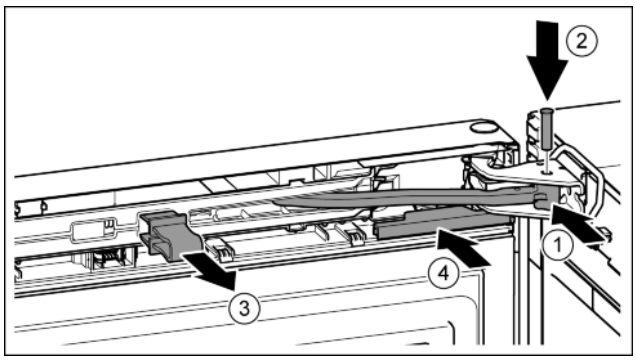

Fig. 23
▶ Turn the hinge in the bearing bracket. *Fig. 23 (1)*
▶ Insert the bolt in the bearing bracket and hinge. Make sure that the catch mechanism is sitting correctly in the groove. *Fig. 23 (2)*
▶ Remove the locking device. *Fig. 23 (3)*
▶ Slide on the cover. *Fig. 23 (4)*